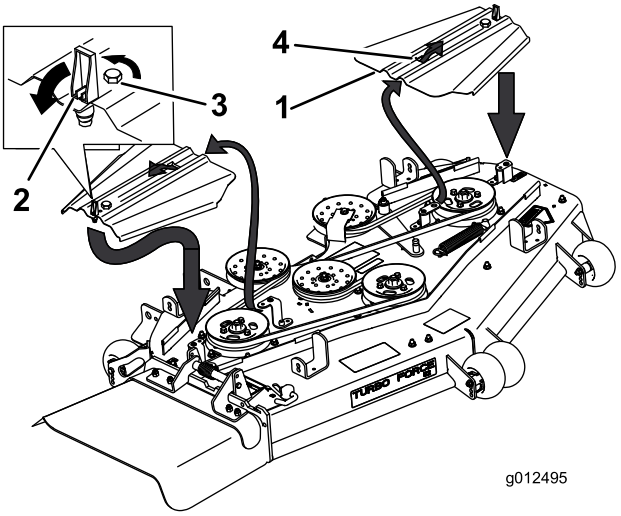

Figur 70
5. Fjern remskærmene og de bolte, der sidder på dem (Figur 70).
11. Monter remskærmene ved at skubbe skærmen ind i tappen, stramme boltene og lukke låsene (Figur 70).